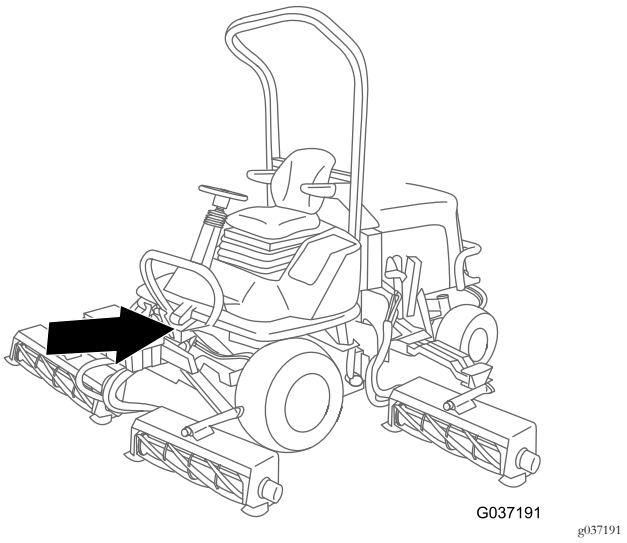

Bild 21
3. Verlegen Sie den Zweig des Kabelbaums mit dem Kabelschuh zur Hupe vorne an der Maschine, unter der Sitzplattform (Bild 21).